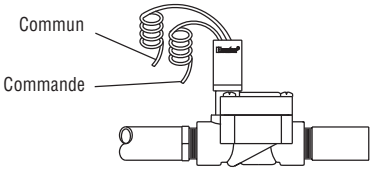

Fig. 1
1. Au niveau des vannes, raccordez un commun à l'un des câbles de solénoïde de toutes les vannes (Fig. 1). Fixer un fil de commande séparé au fil restant de chaque vanne. Prévoyez l'étanchéité de toutes les connexions.